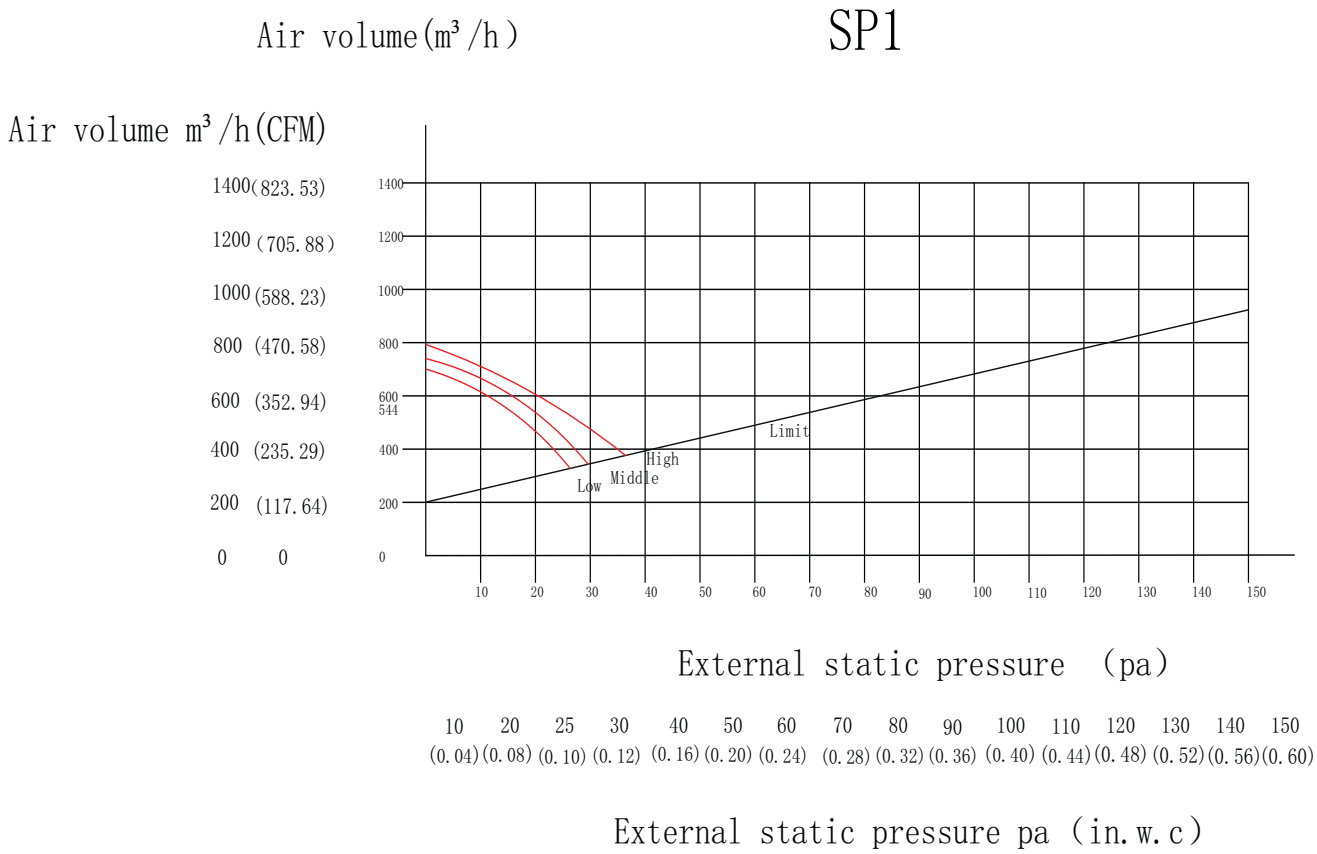

Fig. 15 —Size 9 (SP1)
1. If setting the external static pressure manually, select **SP** and press **CONFIRM**. Select the **SP** number (SP1, SP2, SP3, SP4 − see Table "FAN PERFORMANCES AT VARYING STATIC PRESSURES" on page 15 and curves (Figs. 15 through 42)). Power down the unit to lock in the selection.